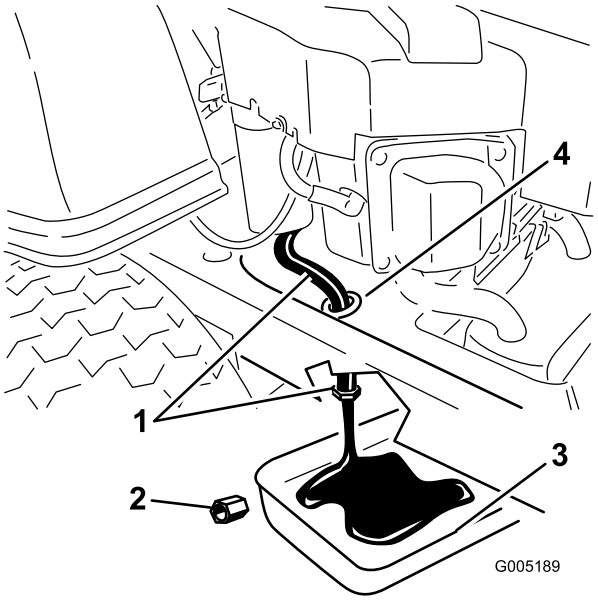

Figur 29
5. Finn oljetappeslange på venstre side av motoren. Tappepluggen er festet til en tappeslange som er ført gjennom et tappehull i maskinrammen (Figur 29). Rengjør området rundt oljetappepluggen og oljetappeslangen.
6. Plasser et tappefat under maskinen, rett under oljetappeslangen som vist på Figur 29.
7. Bruk to skiftenøkler (én til å holde oljetappeslangen og én til å løsne pluggen), fjern oljetappepluggen (Figur 29).
13. Når oljen er fullstendig tappet, monter oljetappepluggen. Trekk til pluggen med et moment på 14 Nm. Tørk opp eventuelt overflødig olje (Figur 29).